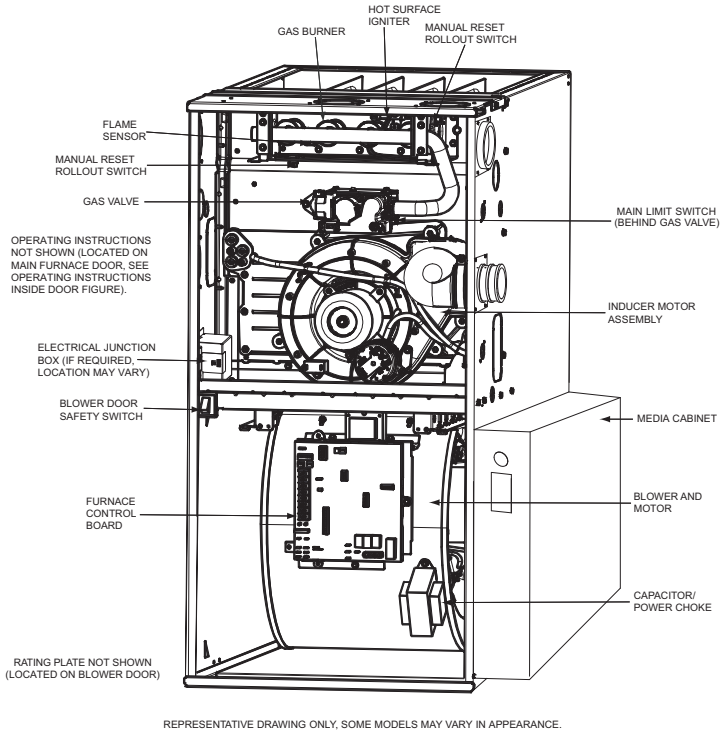

**Fig. 1 - Component Location**
1. Disconnect the gas pipe from gas valve and remove pipe from the furnace casing. See Fig. 1.